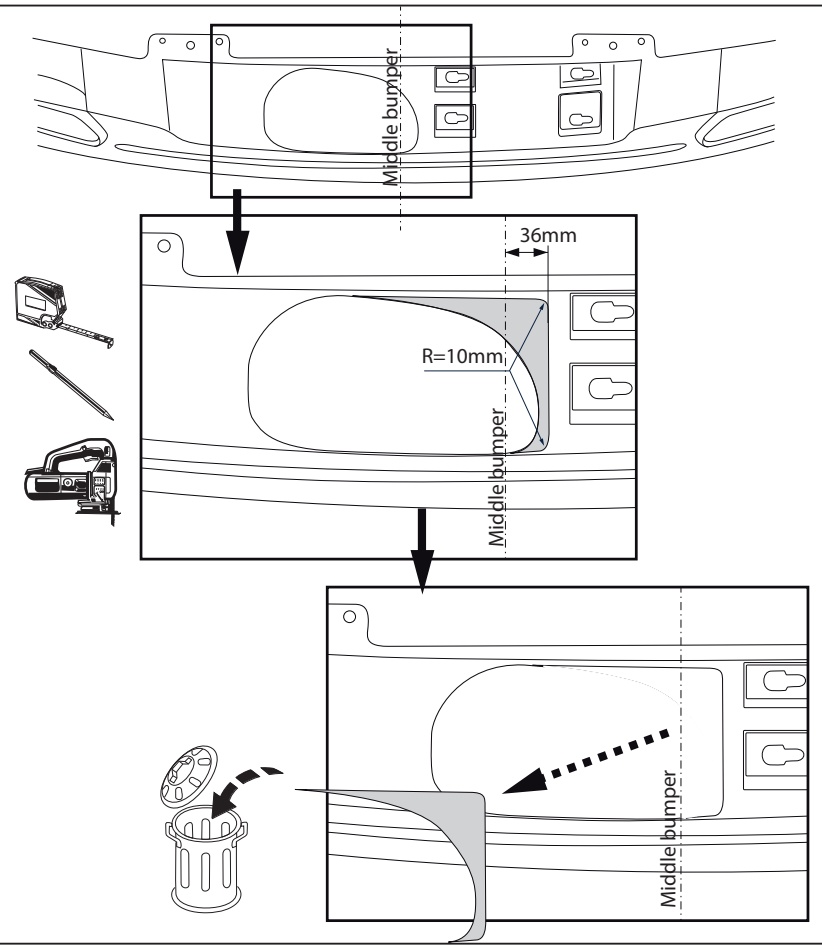

Fig. 2
5. Выпилить обозначенные части, как указано на рис. 2 и 3 .